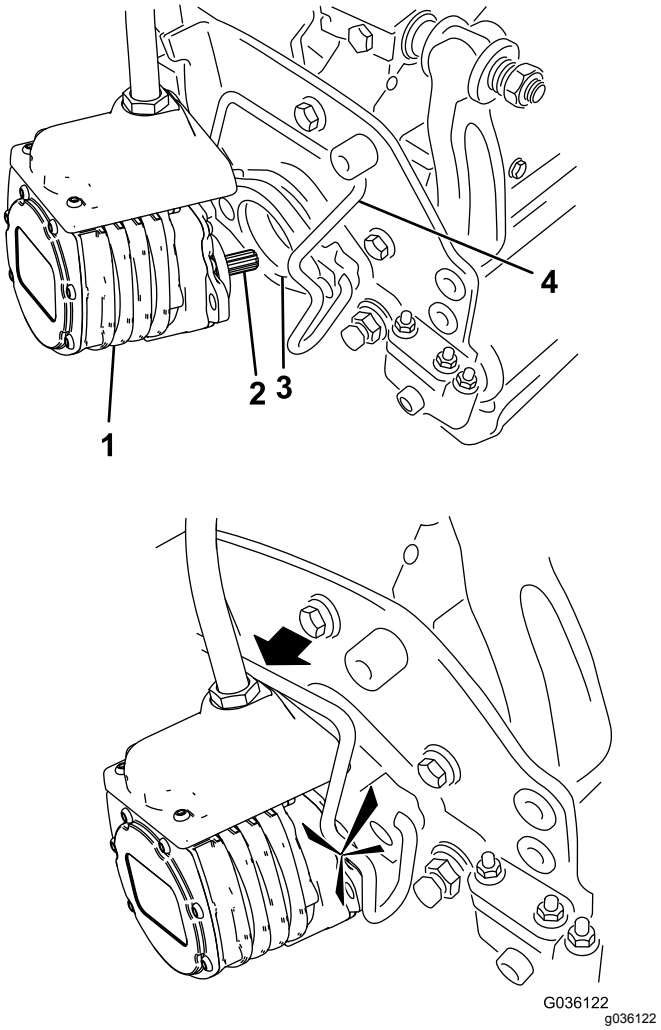

Figur 33
6. Stryk på rent fett på klippenhetsmotorns räfflade axel (Figur 33).
7. För in motorn på vänster sida av klippenheten (sett från förarsätet) och dra motorfäststaget på klippenheten mot motorn tills du hör ett klickljud från båda sidorna av motorn (Figur 33).